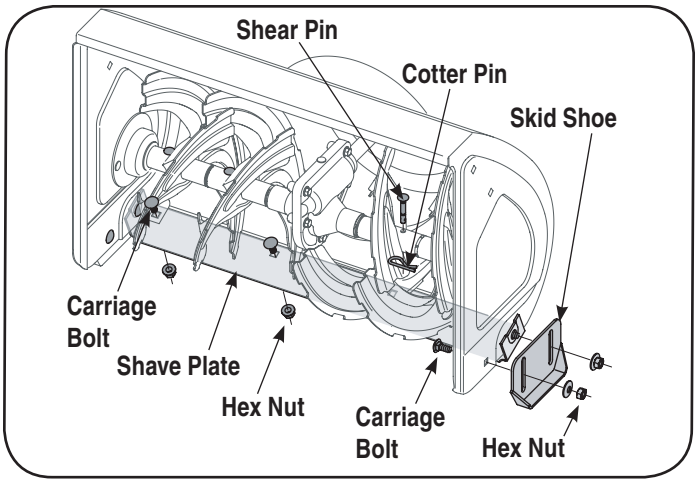

Figure 10
1. To replace, remove two carriage bolts and hex nuts securing each skid shoe to the auger housing. See Fig. 10
3. **To remove shave plate:** Remove both skid shoes and hardware including carriage bolts, and hex nuts which attach shave plate to the snow thrower housing. For location of shave plate, see Figure 10.
The augers are secured to the spiral shaft with four shear pins and cotter pins. If you hit a foreign object or ice jam, the snow thrower is designed so that the pins may shear. Refer to Figure 10.